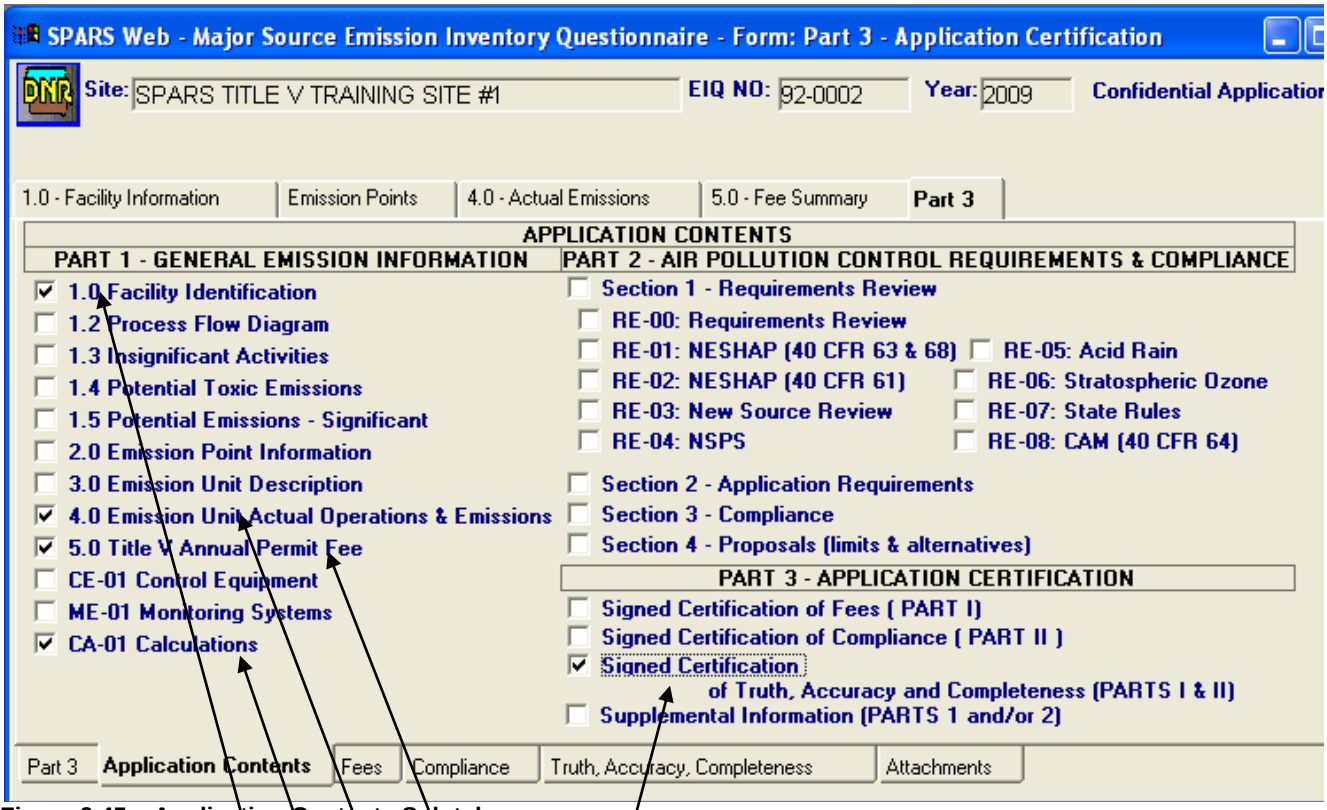

Figure 9.45 – Application Contents Sub tab.
2. Click the **Application Contents** tab and check the appropriate boxes (see Figure 9.45). Save these changes.